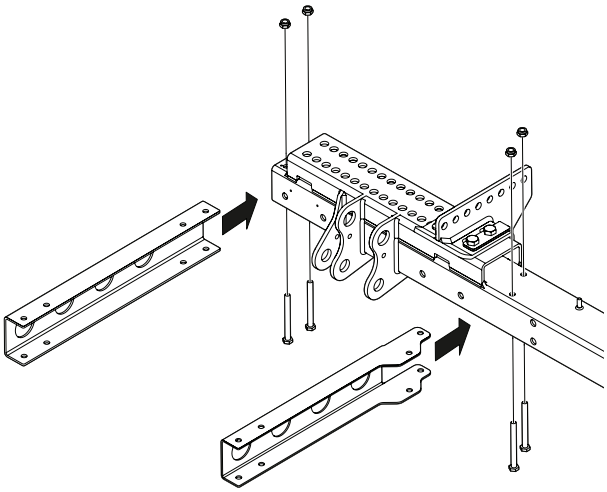

*Figura 36. Montaje de las consolas en la estructura*
1. Monte las consolas en la estructura del elevador trasero con 2 tornillos M10x100 cada uno sin apretar. Consulte Figura 36.